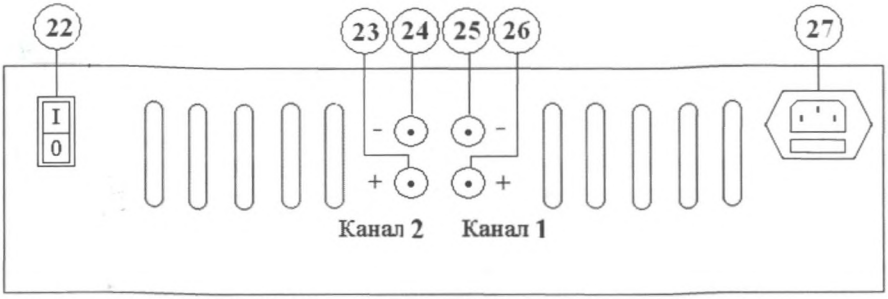

Рис. 3. Макет задней панели аппарата.
1.5.2. На задней панели аппарата располагается (рис. 3):
- сетевой выключатель «0 - I» (0 – «ВЫКЛ»; I – «ВКЛ») (22);
- сетевой разъем, под крышкой расположен предохранитель 1А (27).